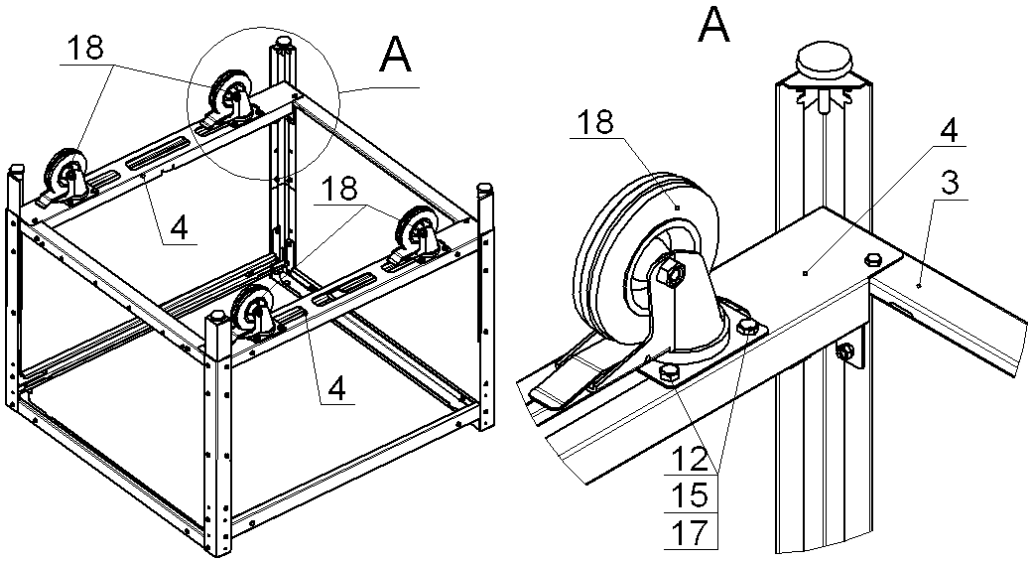

Рис.7
7. На профилях боковых, нижних, поз.4, закрепить колёса поворотные, поз.18, при помощи болтов М8, гаек и шайб, поз.12, 15 и 17, как показано на рис.7. Гайки затянуть: